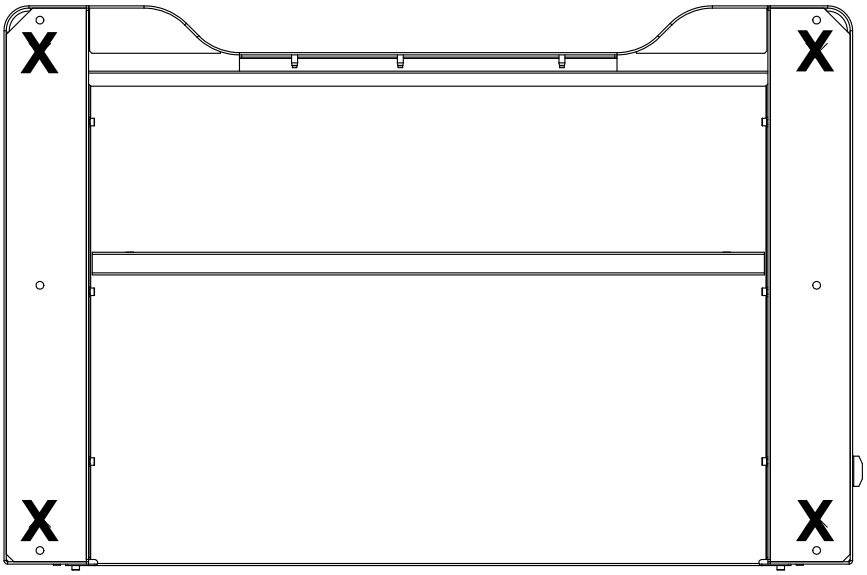

图 25. 机架底面显示机架支脚的位置
7. 找到拆下的机架支脚，以便用螺栓将机架固定到装运垫板上。拆下机架底座后部的管状支架，并在第 74 页图 25 所示的位置安装机架支脚。